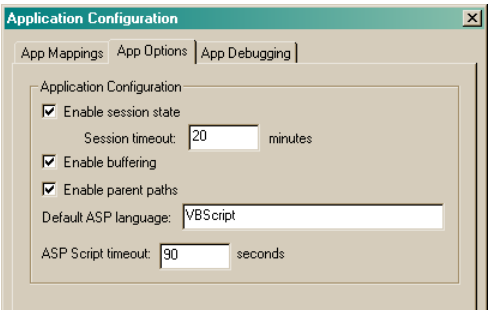

Figure C.4: Application Configuration
8. Clicking the **Configuration** button (if enabled) brings up the **Application Configuration dialog** shown in **Figure C.4.**